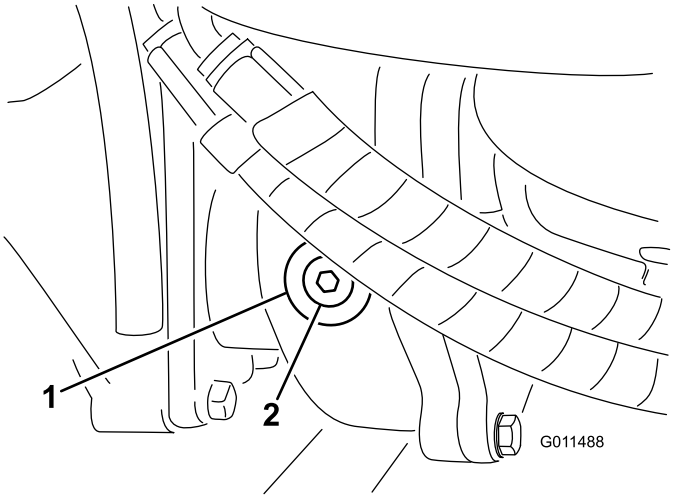

図 61
2. ギアボックスの左側から点検・補給用プラグを抜き、穴の高さまで潤滑油があることを確認する図 61。